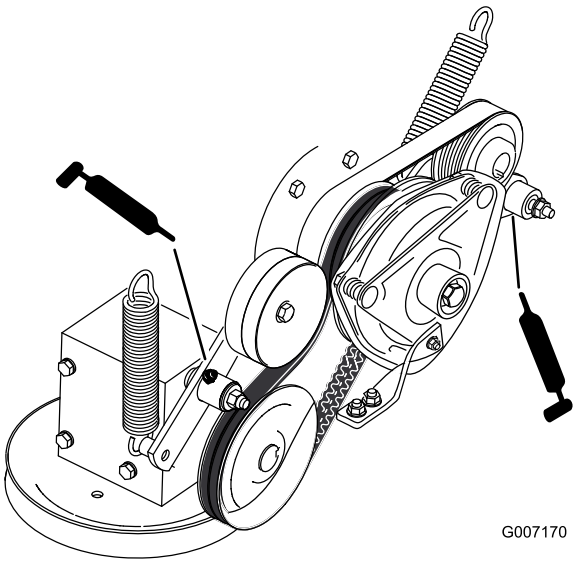

**Figuur 41**
9. Smeer de arm van de spanpoelie van de aandrijfriem van de aftakas (Figuur 41).
10. Smeer de arm van de riemspanpoelie van de pomp (Figuur 41).